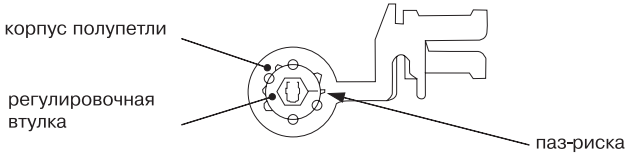

**Рисунок 18**
Конструкция петель позволяет устанавливать корпуса полупетель в четырех фиксированных положениях. Для удобства, на торцах регулировочных втулок нанесены маркировочные буквенные знаки (рисунок 18).
- поворачивая регулировочную втулку при помощи шестигранного ключа, установить ось в необходимое положение. Маркировочный буквенный знак должен быть совмещен с треугольным пазом-риской на корпусе полупетли (рисунок 18);